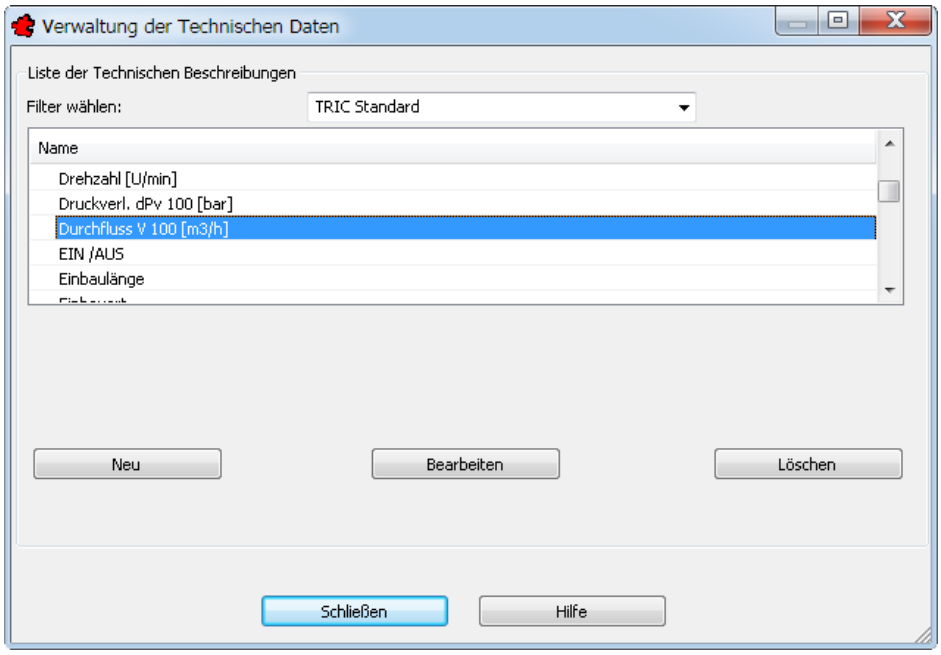

Bild 36.55 – Die Dialogbox *Verwaltung der Technischen Daten*
- Die Definition und Verwaltung dieser Beschreibungen erreichen Sie über das Menü *Datei, Stammdaten, Technische Daten* (Abb. 36.55).
- Wenn Sie die Liste bereits gefiltert haben (Abb. 36.55), so erscheint die gewählte Produktgruppe im Listenfeld *Gruppe*. Natürlich können Sie auch eine andere wählen oder den Datensatz als *Nicht zugeordnet* einstufen.